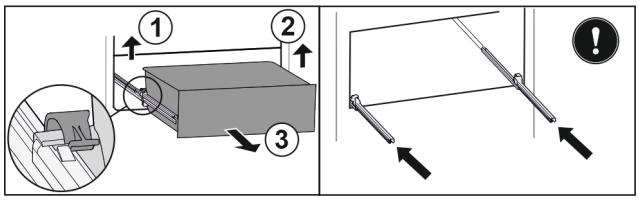

Fig. 189
- ▶ Lift left clamp and simultaneously pull drawer forwards on the left. *Fig. 189 (1)*
- ▶ Lift right clamp and simultaneously pull drawer forwards on the right. *Fig. 189 (2)*
- ▶ Remove drawer to the front. *Fig. 189 (3)*